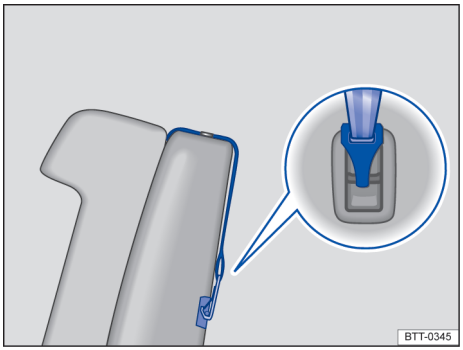

Fig. 38 Exemplo de um cinto de fixação superior preso.
– Caso seja fornecido juntamente com a cadeira de criança, colocar o cinto de fixação superior (Top Tether) da cadeira de criança entre o encosto do banco traseiro, fixando-o no terminal de engate existente na parte posterior do encosto do banco → Fig. 38.